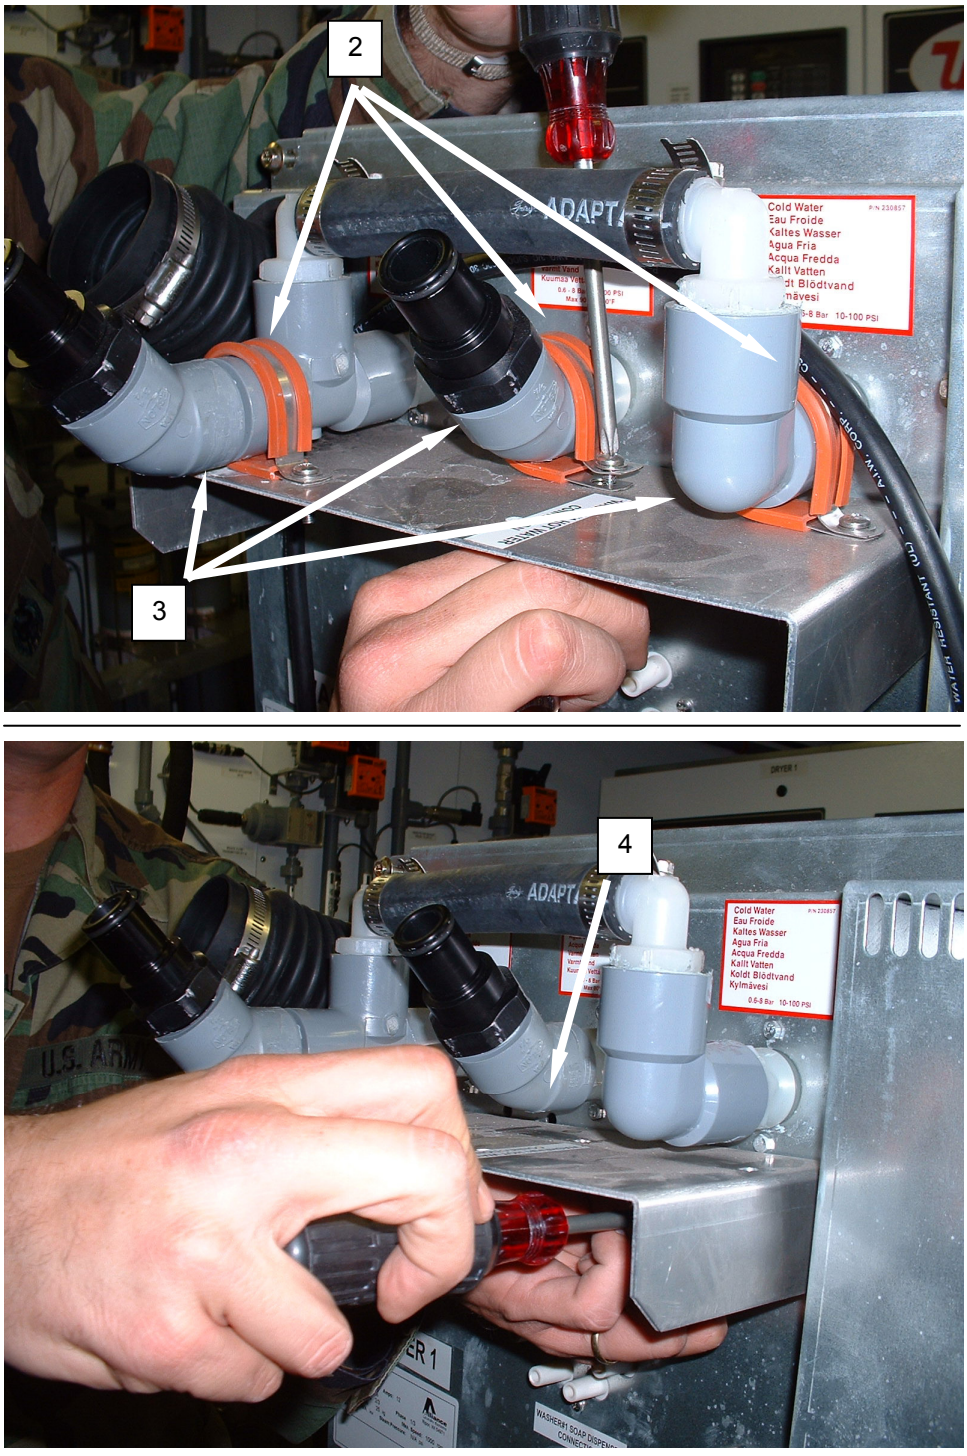

Figure 3. Service the Strainers.
2. Remove the clamps **(Figure 3, Item 2)** retaining the fittings **(Figure 3, Item 3)** to the mounting bracket **(Figure 3, Item 4)**.
3. Remove the mounting bracket **(Figure 3, Item 4)**.
4. Loosen hose clamps **(Figure 4, Item 5)** and remove the connecting hose **(Figure 4, Item 6)** from the fittings **(Figure 3, Item 3)**.
11. Install the mounting bracket **(Figure 3, Item 4)**.
12. Connect the clamps **(Figure 3, Item 2)** to the mounting bracket.